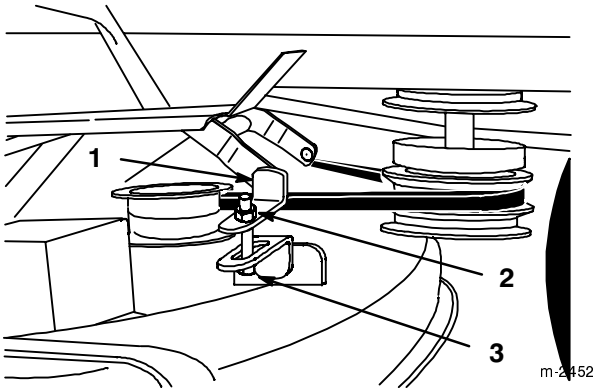

Abbildung 11
7. Das vordere Justiergelenk mit Unterlegscheibe und kleinem Haarnadelsplint am vorderen Hubarm anbringen (Abb. 11).
6. Zur Einstellung der Schnittmesserneigung in Längsrichtung die Gegenmutter am vorderen Justiergelenk lösen (Abb. 11).
7. Die Schraube am vorderen Justiergelenk drehen, um die Schnittmesserneigung in Längsrichtung zu verändern (Abb. 11).